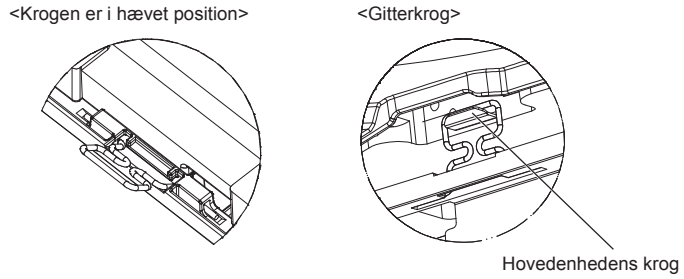

Fig. 10-5
- Sæt skruehullerne i hjørnerne af gitteret ud for skruemonteringshullerne i hjørnerne af hovedenheden, sæt de to kroge på gitteret på afløbsfordybningens fremspring på hovedenheden, og ophæng gitteret midlertidigt. (Fig. 10-5)
- **Når skruen er spændt, skal det kontrolleres, at de to gitterkroge (Fig. 10-5) har fat i krogene på hovedenheden.**